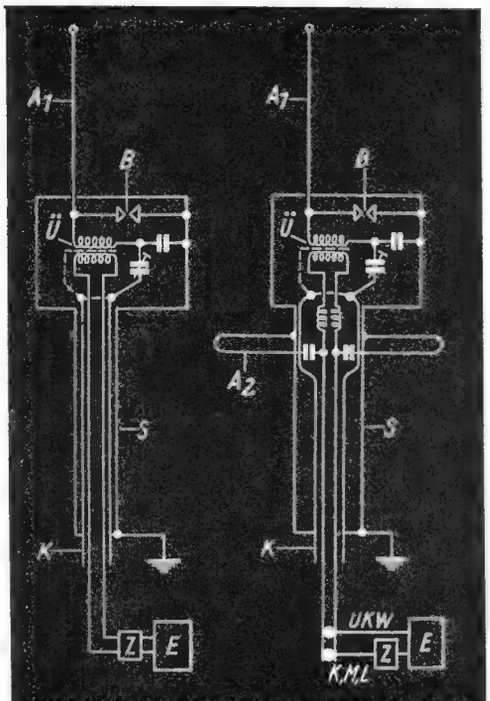

Bild 3. Blaupunkt-Antennensysteme AT 50 (links) und AT 70 (rechts)
Der schematische Aufbau der neuen Blaupunkt-Antennen geht aus Bild 3 hervor. Die Stabantenne (A_1) wird auf dem Hausdach unter Verwendung des Standrohres (S) so befestigt, daß sie sich außerhalb des Störnebels befindet. Vom Fußpunkt der Stabantenne führt ein abgeschirmtes, symmetrisches Kabel (K) zum Empfänger (E). Zur Anpassung der Antenne an das Kabel dient der Transformator (Ü). Er verwendet einen Kern aus Spezialmaterial, der vor kurzem neu entwickelt worden ist und eine verlustfreie Übertragung breiter Frequenzbänder gestattet. Die Wicklung wurde so aufgebracht, daß Verluste weitgehend vermieden werden. Innerhalb des Standrohres sind der mit einer Kompensationsschaltung versehene Transformator und die Blitzableitungselemente (B) dicht unterhalb des Isolators eingebaut. Auf diese Weise ergibt sich ein ausreichender Schutz gegen Witterungseinflüsse. Der Empfängerübertrager (Z) paßt die Antenne praktisch jedem beliebigen unsymmetrischen Geräteeingang an.